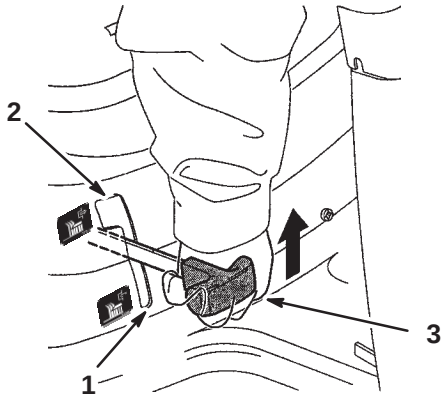

Bild 7
4. Stellen Sie den Zapfwellenantrieb auf „Ausgekuppelt“ (Bild 7).